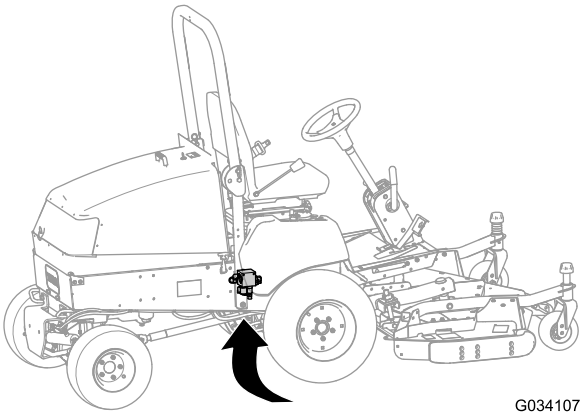

Figur 15
2. Finn løftemanifolden fra under maskinen, på innsiden av høyre rammekanal, bak forakselen (Figur 15).